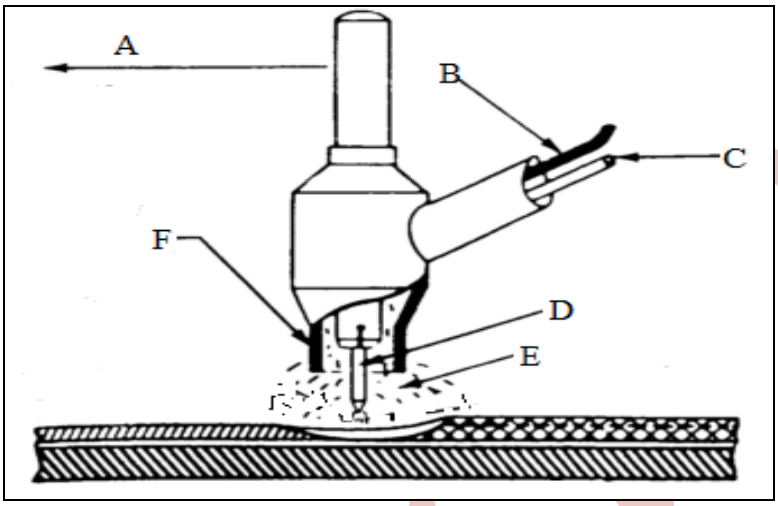

FIGURE 3 (6)
4.1 FIGURE 3 shows the gas tungsten arc welding process.